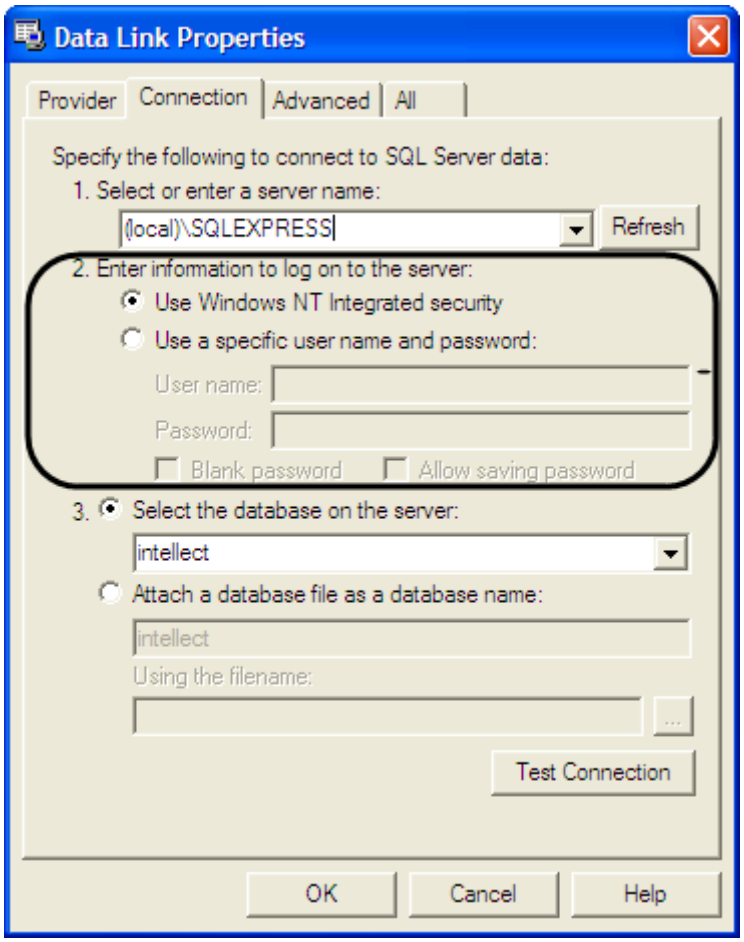

Figure 9.4-14. Selecting the SQL server authorization parameters
c. Specify the authorization parameters for logging onto the SQL server. The following options are available (Figure 9.4-14):